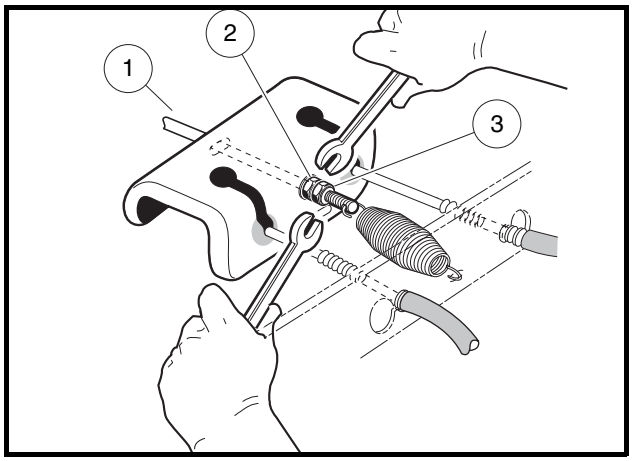

Figure 5-9 Loosen Rear Brake Equalizer Rod Nuts
- 2.2. To provide slack in the brake cables, loosen the equalizer retaining nuts (2 and 3) on the equalizer rod (1) **(Figure 5-9, Page 5-12).**